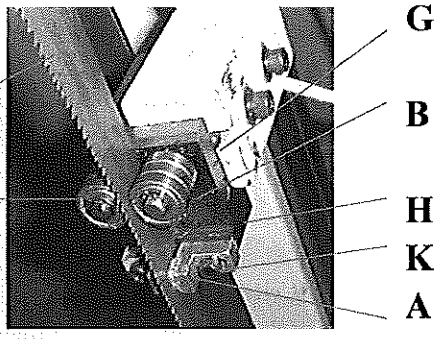

Fig.9
1. The back of the blade (A) (fig. 9) should ride against the back-up bearing (B). To adjust, loosen set screw (C) and move the guide block (D) up or down, until it lightly touches the back of the blade.
2. The saw blade (A) should also ride between and lightly touch the two blade guide roller bearings (E) and (F) (fig. 9)
The front bearing (E) (fig. 9) is mounted on an eccentric, and can easily be adjusted to suit blade thickness by loosening set screw (G) and turning shaft (E).
3. The carbide blade guides (H) (fig 9) should also be adjusted so they lightly touch the blade by loosening screw (K).
4. The blade guide roller bearings, carbide guides and backup bearing on holder (fig 9 and 10) should be adjusted in the same manner.